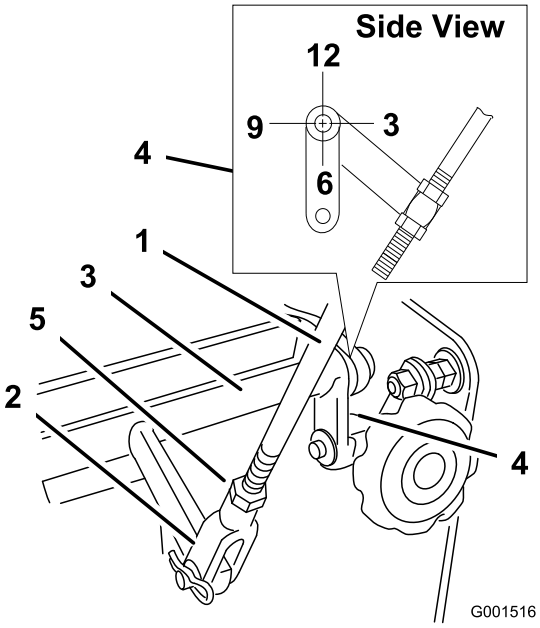

Figur 30
4. Kontrollera flikarnas riktning på ändarna av växelväljarveven. Se till att flikarna pekar rakt ned (ungefär mot kl. 6) (Figur 30).
5. Justera det gängade oket längst ned på växelväljarlänken tills flikarna står i läge kl. 6 (Figur 30).